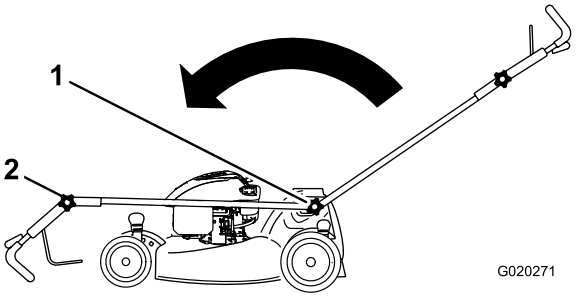

Figur 42
1. Løsne begge knottene på håndtaket som fester det til chassiset til du kan bevege håndtaket fritt (Figur 42).
2. Flytt håndtaket fremover som vist i Figur 42.
3. Løsne knotten for det øvre håndtaket og fold sammen det øvre håndtaket som vist i Figur 42.